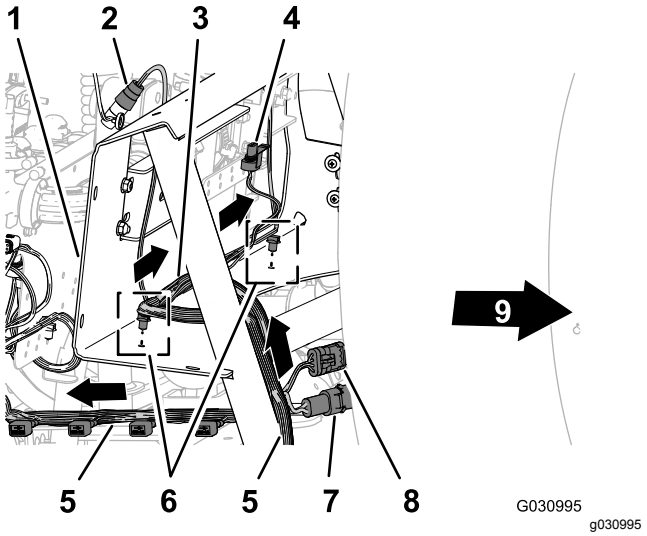

**Figur 125**
1. Før 203 cm afgreningen af ledningsnettet indad i forhold til støttestiveren til ventilbeslaget og bagud mod 10-ventilbeslaget som vist i Figur 125.
2. Før 81 cm afgreningen af ledningsnettet til gennemstrømningsmåleren og omrøringsventilen over fronten af manifoldbeslaget (Figur 125).
3. Sæt de grantræsformede ankre på 81 cm afgreningen af ledningsnettet i hullerne i den nedre flange på manifoldbeslaget (Figur 125).